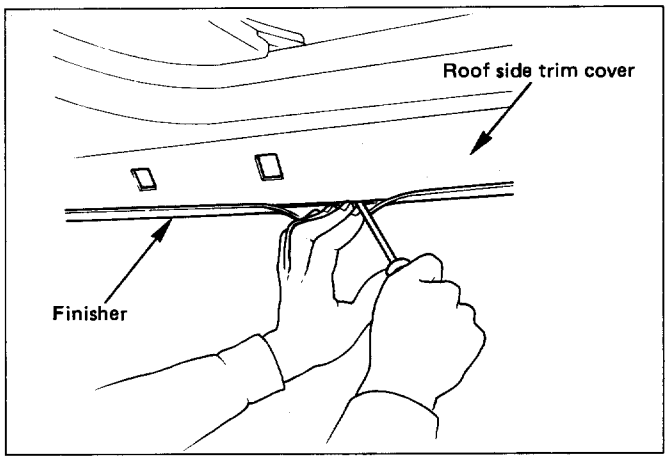

Fig. 10-120
- Turn up the finisher and pry the trim cover retainers free from body panel. (Fig. 10-120)